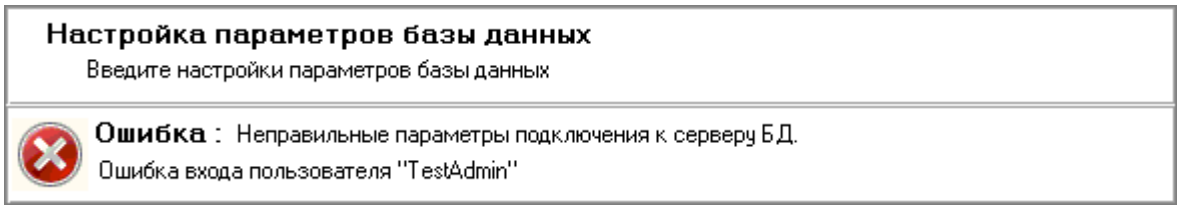

Рисунок 4-22 Предупреждение при неправильном указании логина и пароля учетной записи
– если неправильно указаны логин и пароль учетной записи, то отобразится соответствующее предупреждение (см. Рисунок 4-22);